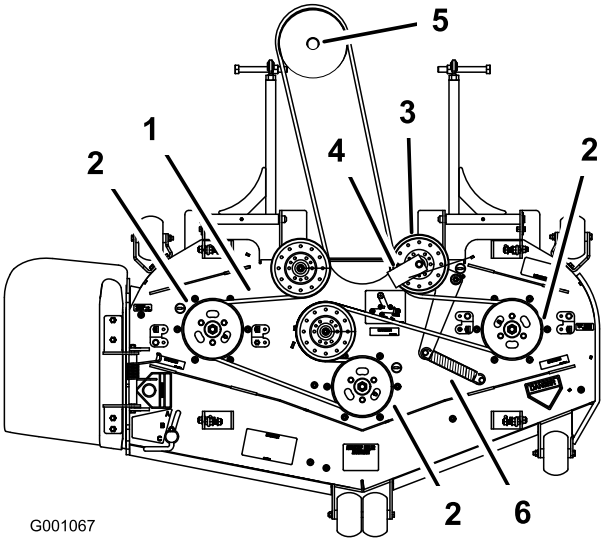

Figur 59
6. Montera en ny rem runt klipparremsskivorna och växellådsskivan under motorn (Figur 59).
7. Montera fjädern på remskivearmen (Figur 59).
8. Montera remstyrningen på den fjäderbelastade remskivan med 45 graders vinkel i enlighet med Figur 59.